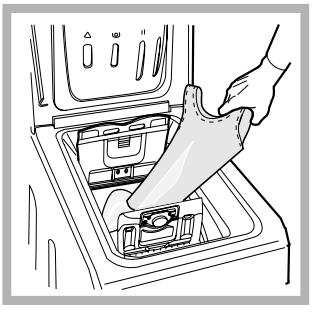

Fig. 3
C) Introduzione biancheria (Fig. 3).